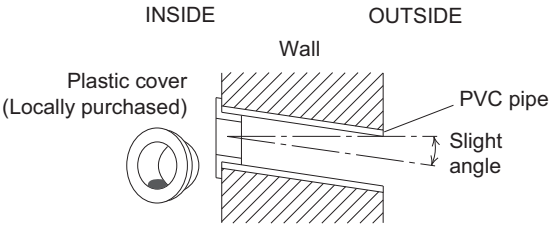

Fig. 2-205
(6) Place the plastic cover over the end of the pipe (for indoor side only) and insert the pipe in the wall. (Fig. 2-205)